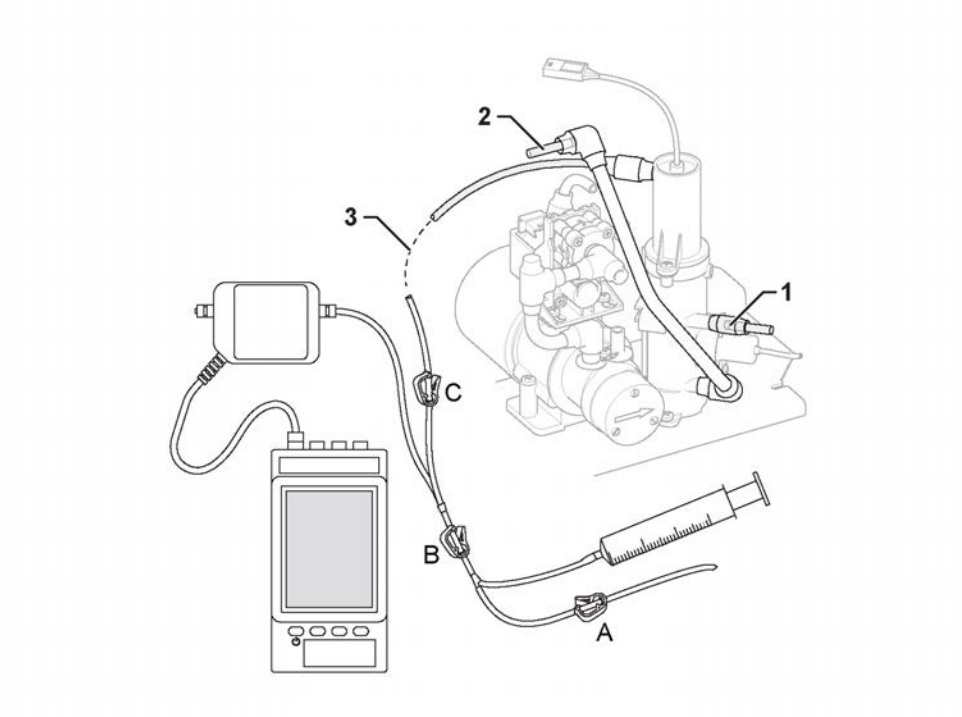

Figure 7-8. Connect reference instrument
1) Disconnect tube no. 24465. Insert a plug (from the calibration kit) according to Figure 7-8 "Connect reference instrument" on page 167.
2) Disconnect the angled silicone connector from TAVA. Insert a plug (from the calibration kit) according to Figure 7-8 "Connect reference instrument" on page 167.
4) Connect Gambro reference instrument to the silicone connector according to Figure 7-8 “Connect reference instrument” on page 167.